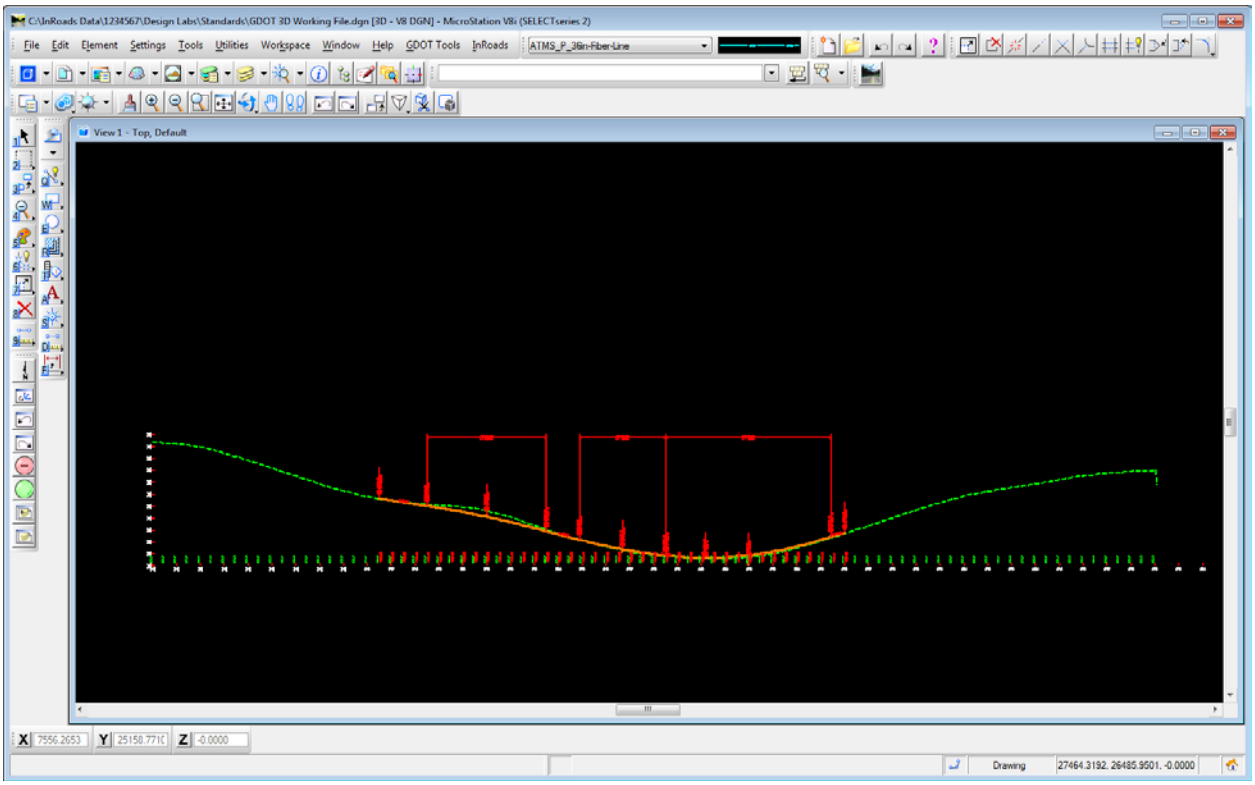

Figure L4-17 MicroStation Window
40.	**Annotate Vertical Alignment** • Click the **Preferences** button. • Under the **Name:** field -- Select the Preference **GDOT Profiles**. The **GDOT Profiles** Preference sets up the **View Vertical Annotation** dialog for viewing of the Vertical Alignment Annotation. • Click **Load** and **Close**. • Click **Apply** & **Close** in the **View Vertical Annotation** dialog. • Verify your view in MicroStation matches that shown in *Figure L4-17*. *The Vertical Alignment and associated Vertical Annotation is viewed.*
41.	**For Information Only.** The Screen Capture in *Figure L4-17* shows the results of selecting the various commands and preferences for the temporary viewing of the profile during the design of the project. Permanent viewing of the Profile and Vertical Alignment for plan generation and plotting will be covered in **Lab 6** which covers the use of the **Plan and Profile Generator** in InRoads. *Information regarding the generation of the Profile Sheets.*